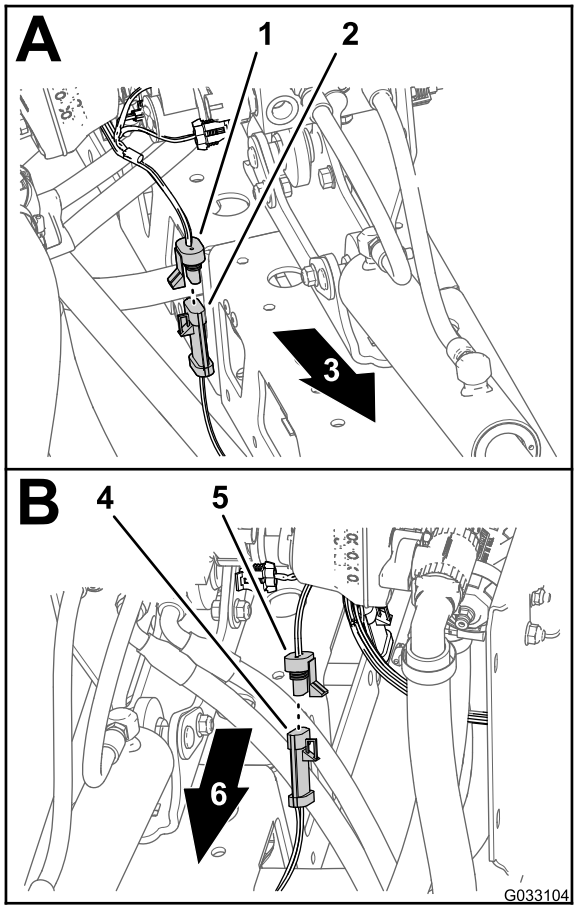

**Figur 18**
1. Kobl konnektoren med 3 sokler på ledningsnettet til den soniske bom fra konnektoren med 3 ben på kablet til den højre ultrasoniske sensor (Figur 18)
2. Kobl konnektoren med 3 sokler på ledningsnettet til den soniske bom fra konnektoren med 3 ben på kablet til den venstre ultrasoniske sensor (Figur 18)